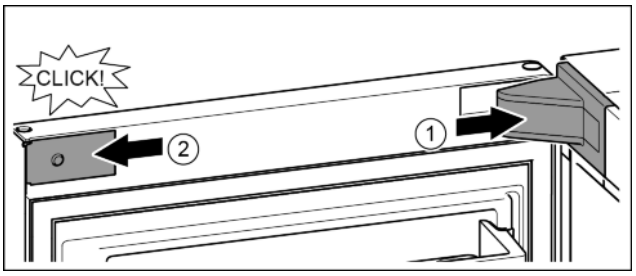

*Fig. 25*
- ▶ Position the bearing bracket and engage. If necessary push apart carefully. *Fig. 25 (1)*
- ▶ Position the panel on the side and click into place. *Fig. 25 (2)*